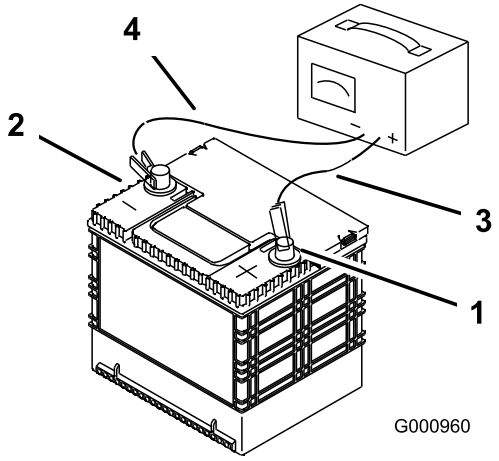

Figur 54
2. Når batteriet er fuldt opladet, skal du tage opladeren ud af stikkontakten og dernæst frakoble opladningskablerne fra batteriets poler (Figur 54).